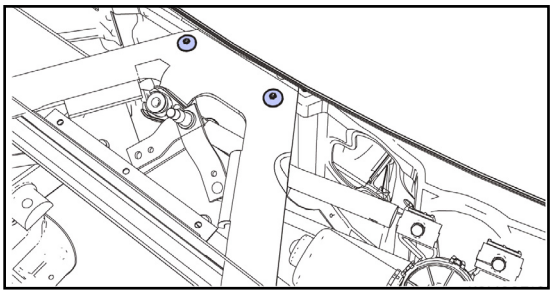

fig.9a
a. Remove screws (x2) securing plenum chamber brace to bulkhead. Torque - 25 Nm (fig.9a)